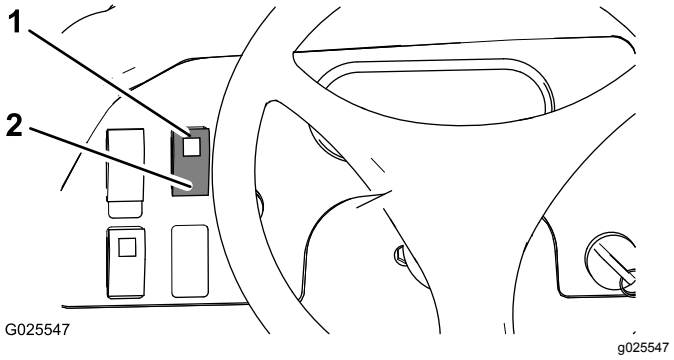

Figur 24
- Tryk differentialelåskontakten op for at låse differentialet (Figur 24).
- Tryk differentialelåskontakten opad for at låse differentialet op (Figur 24).